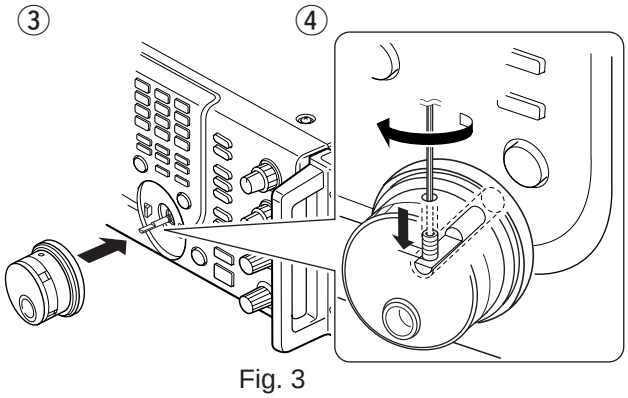

Fig. 3
③ Attach the main dial as illustrated (Fig. 3).
④ Tighten the screw using supplied hexagonal wrench as illustrated (Fig. 3).